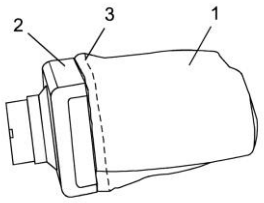

Рисунок 2
2. Чтобы снять мешок для сбора пыли (1) с основания (2), распустите резинку мешка (3) и стащите его с основания (см. рис. 2).